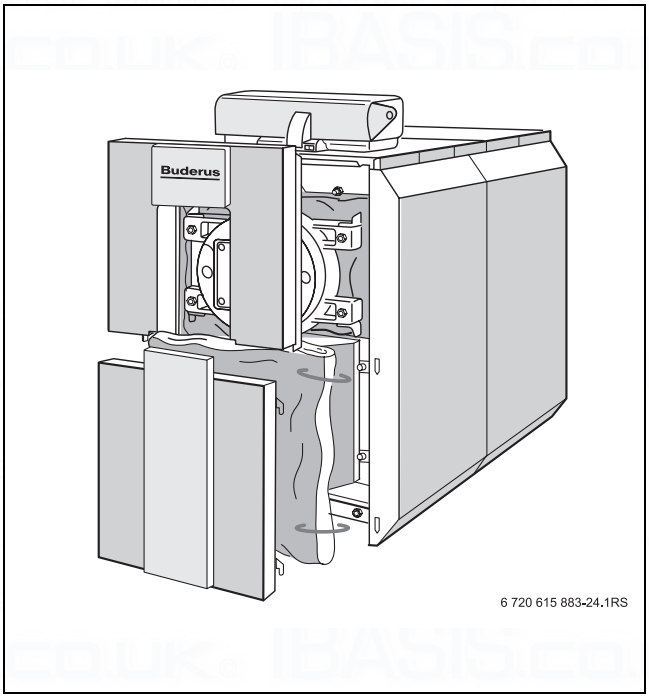

Fig. 29 Removing the front panel and thermal insulation
- Fit lower and upper front panels of the boiler (→ Fig. 29, page 40).